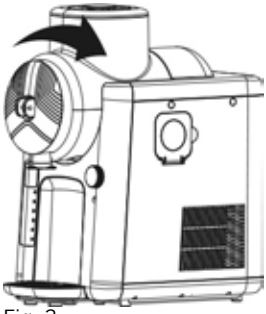

Fig. 3
10. Glissez ensuite le récipient de mélange sur le mélangeur et verrouillez le récipient en le tournant dans le sens des aiguilles d'une montre (Fig. 3).